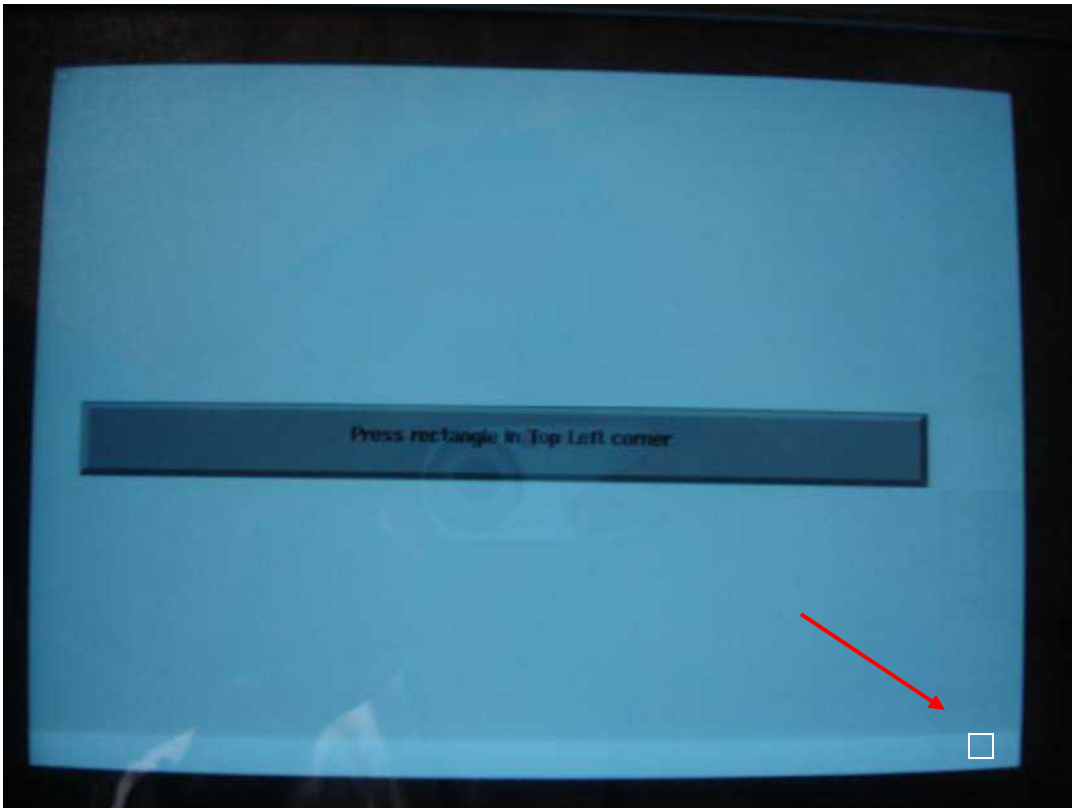

Figure 2. Press rectangle in Top Left corner
f) The on-screen dialogue indicates, “Press rectangle in Top Left corner” (Figure 2).
h) Note the rectangle in the lower right corner (see arrow in Figure 2).